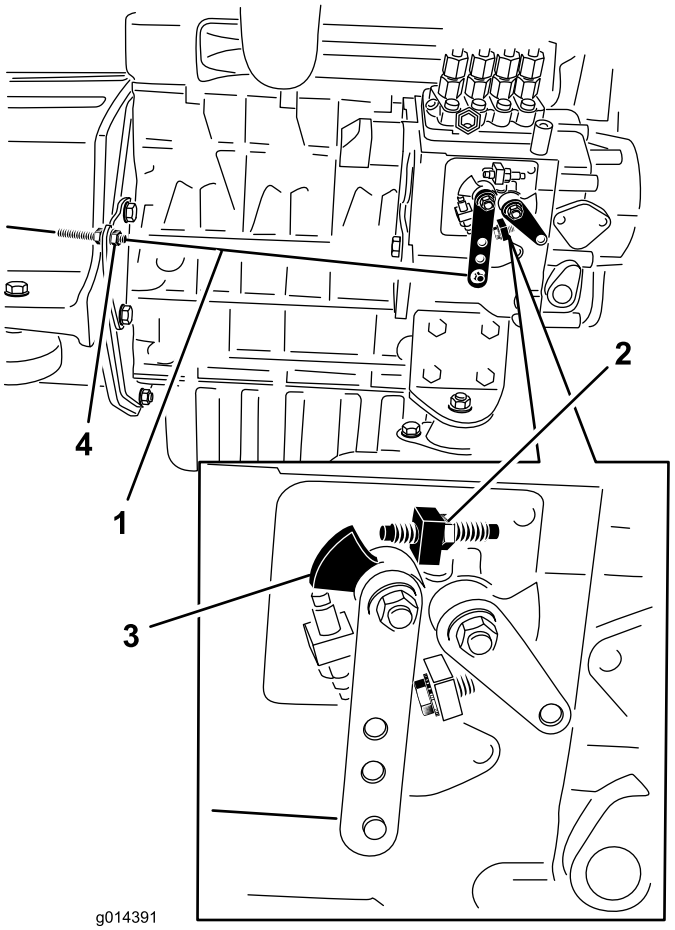

**Figur 46**
2. Kontroller positionen af hastighedskontrolhåndtaget på brændstofindsprøjtningspumpen. Hastighedskontrolhåndtaget skal berøre skruen til høj tomgangshastighed, når gashåndtaget er i (stop)positionen HURTIG (Figur 46).
3. Om nødvendigt kan positionen af gaskablets kontramøtrikker justeres, så hastighedskontrolhåndtaget berører skruen til høj tomgangshastighed, når gashåndtaget er i (stop)positionen HURTIG (Figur 46).